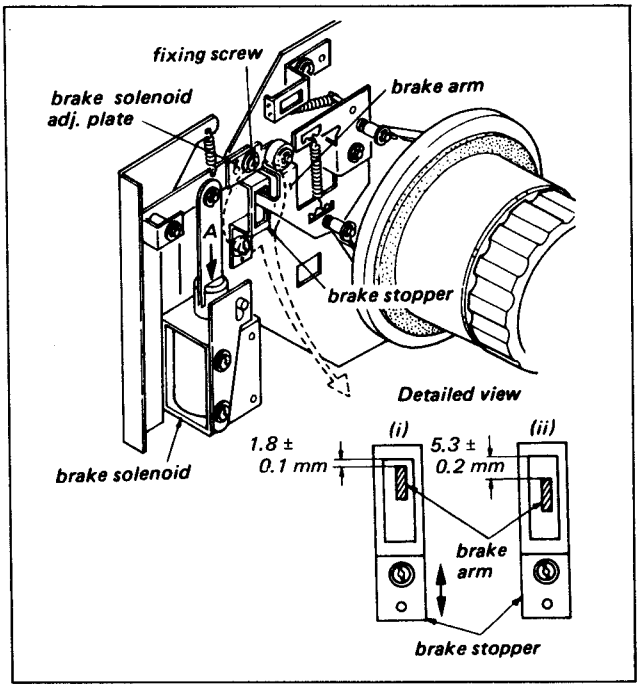

Fig. 6-4. Brake release adjustment
1. Turn Power off. Confirm that the clearance between the Brake Arm and the Brake Stopper is 1.8 mm ± 0.1 mm as shown in Fig. 6-4(i). If not, adjust position of the Brake Stopper.
2. Press the Brake Solenoid plunger in direction of "A" (energized position), and confirm that the clearance between the Brake Arm and the Brake Stopper is 5.3 mm ± 0.2 mm as shown in Fig. 6-4 (ii). If not, adjust position of the Brake Solenoid Adj. Plate.